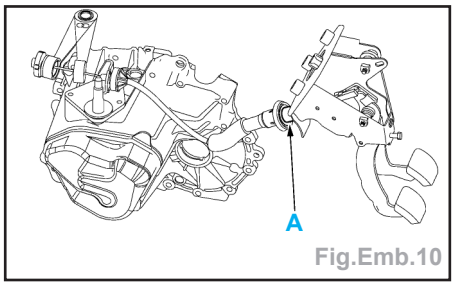

Fig.Emb.10
- l'emboîtement du câble de commande de débrayage sur le tablier (A) (Fig. Emb.10),